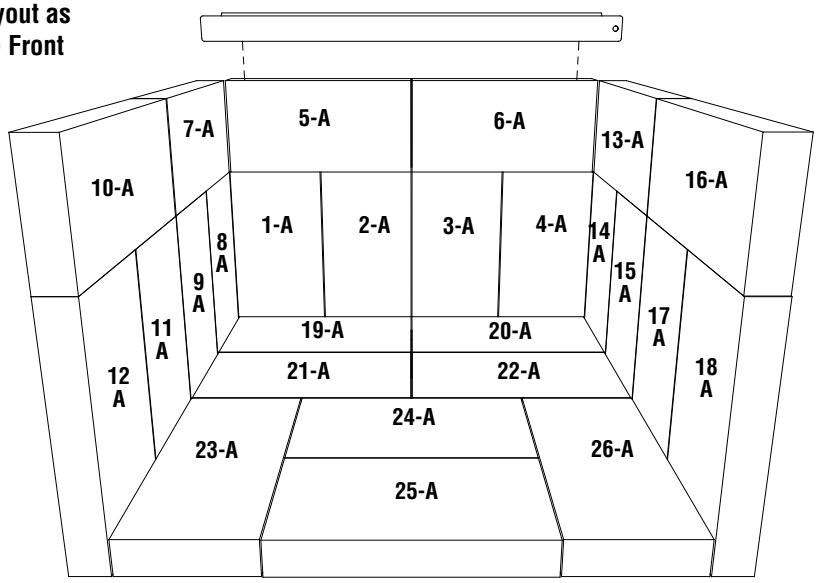

Figure 15 - Brick Diagram
1. Install brick #1-6 in the numbered sequence shown in ***Figure 15***.
3. Install remaining brick #7-26 in the numbered sequence shown in ***Figure 15***.